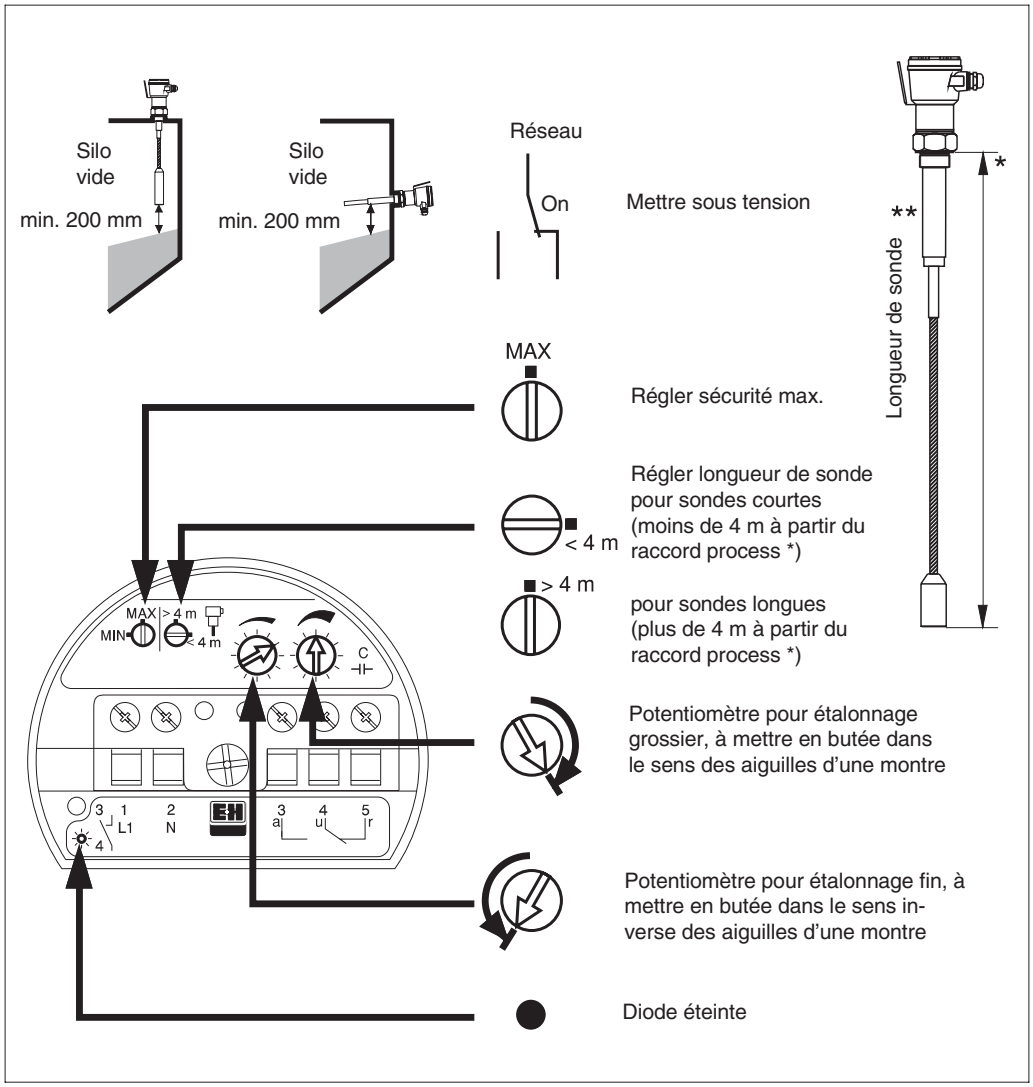

Fig. 23
- Pour l'étalonnage, procéder d'après les fig. 23 à 25